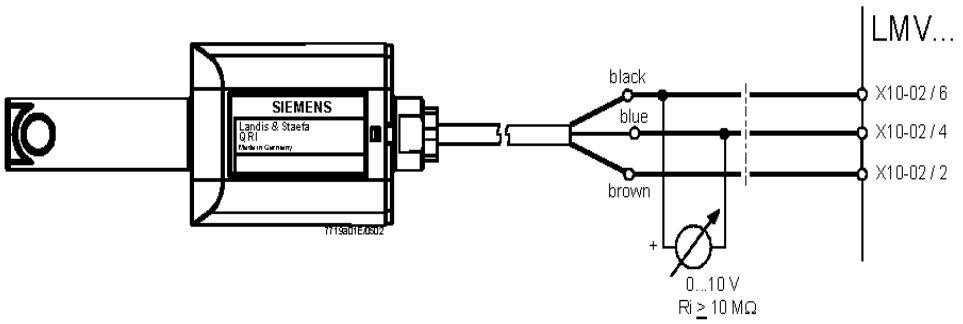

Fig. 28 - Rilevazione con fotocellula QRI..
- Esame e pulizia accurata della fotocellula UV rilevazione fiamma, se necessario sostituzione. In caso di dubbio verificare il circuito di rilevazione dopo aver rimesso in funzione il bruciatore, seguendo lo schema in Fig. 28.